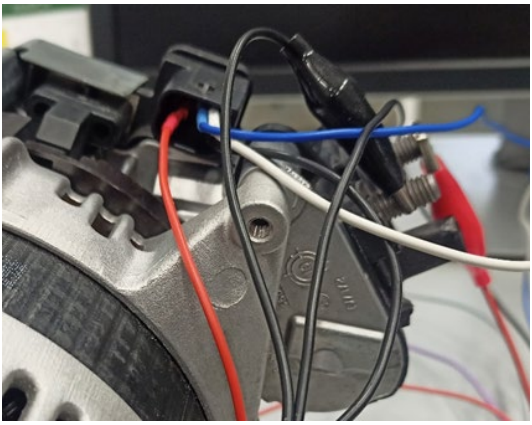

Rysunek 28. Podłączenie kabla diagnostycznego do pinów w złączu
2.1. Podłącz odpowiednie przewody do pinów w złączu alternatora (patrz rys. 28).